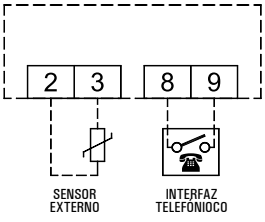

Fig. 4
4. Realizar las conexiones eléctricas siguiendo el esquema de conexión de Fig. 4.